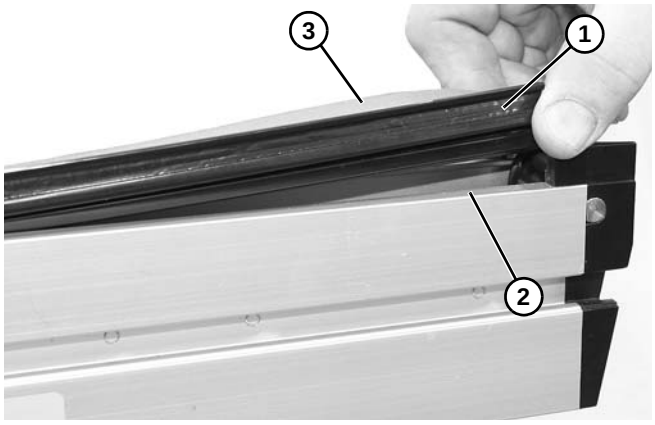

Figure 13
2. Remove the bedstrip **(Figure 13, item 1)** from between the conveyor **(Figure 13, item 2)** and belt **(Figure 13, item 3)**.